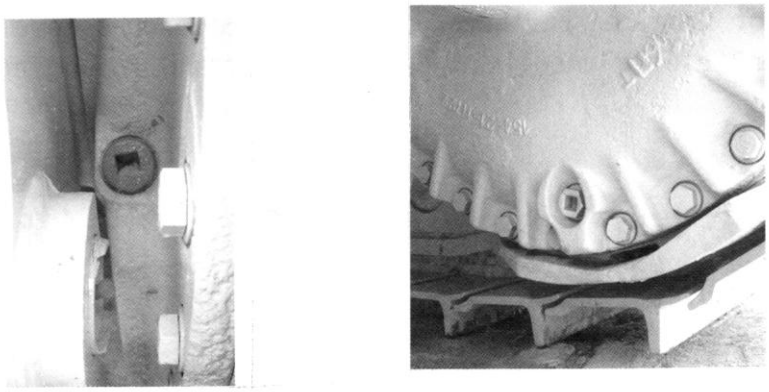

Рис. 4-28.
4.5.4 Картер конечной передачи (Рис. 4-28).